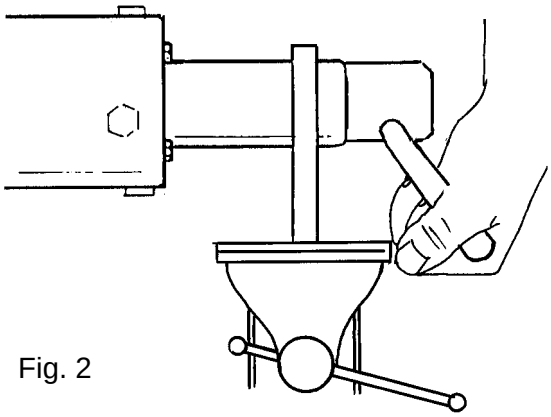

Fig. 2
In case work is done to the A, B, or C valve pneumatic cylinders, replace the O-rings (9) and seal rings (10). Use tool TP No. 449969–101 (fig. 2) to unload the spring.